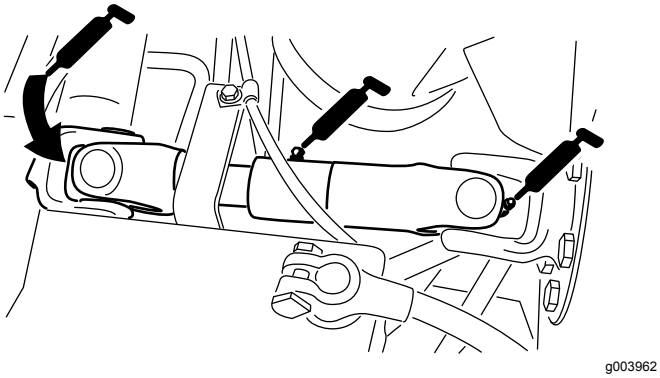

Figur 36
- U-ledd for pumpedrivaksel (3) (Figur 36)